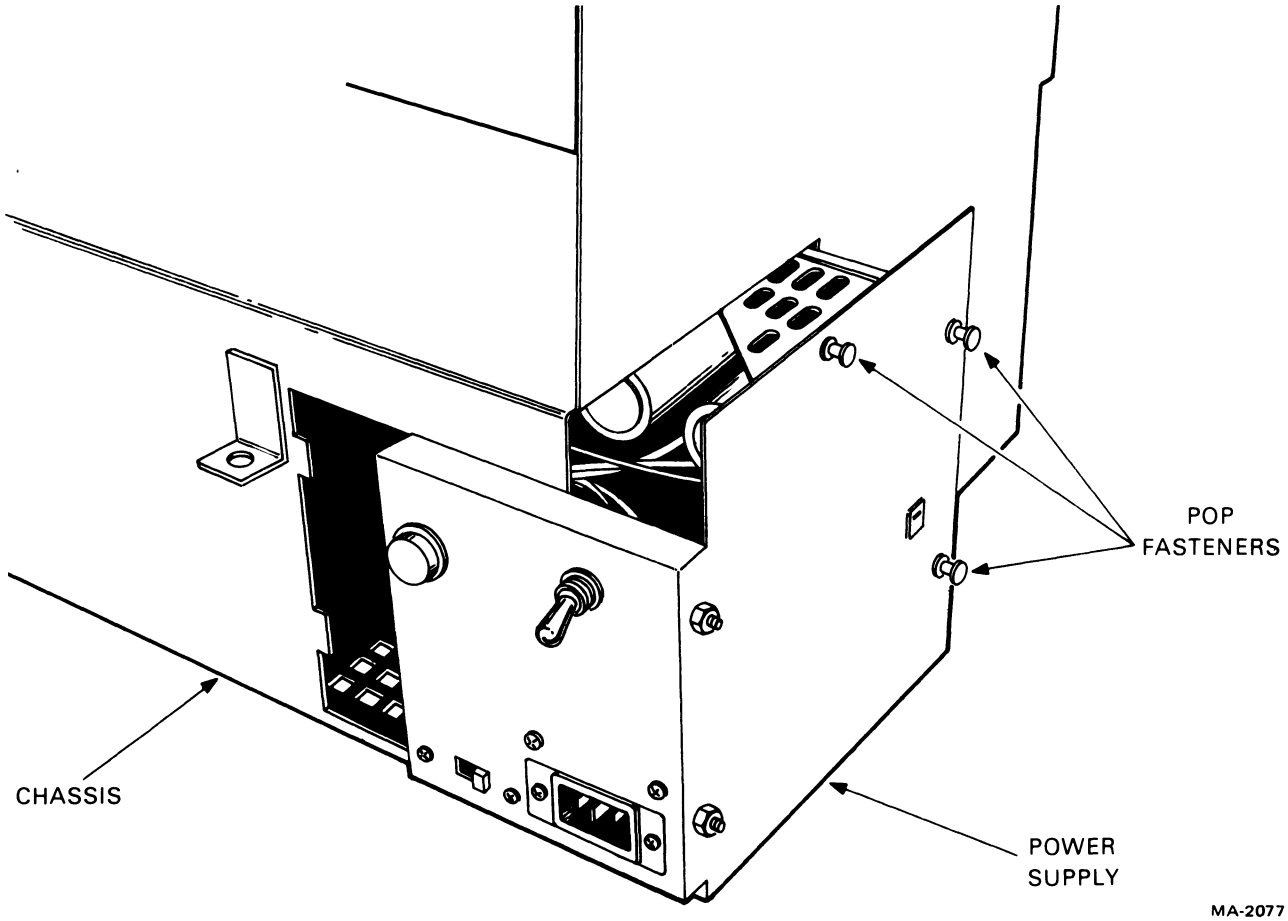

Figure 5-15 Power Supply Removal
3. Locate the three (3) pop fasteners on the side of the chassis. Release the pop fasteners by pulling the plungers out (Figure 5-15).